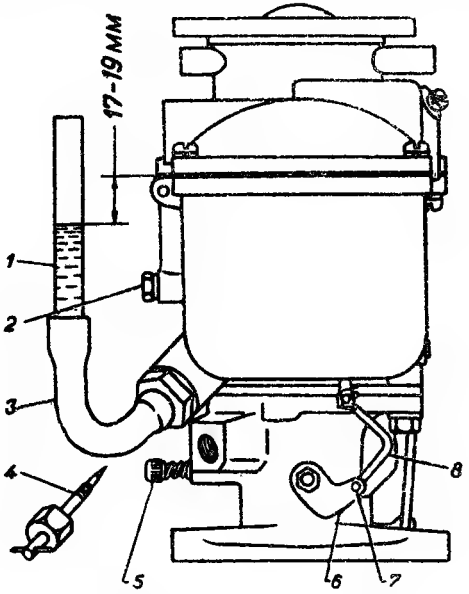

Рис. 7. **Замер уровня бензина в поплавковой камере.**
9. Необходимо правильно регулировать уровень бензина в поплавковой камере, который должен быть на 17—19 мм ниже плоскости раз'ема карбюратора. Проверка производится с помощью резиновой и стеклянной трубок. Внутренний диаметр стеклянной трубки должен быть не менее 9 мм (рис. 7). При проверке уровня следует бензин подкачивать ручным рычагом привода бензинового насоса. Проверку следует делать в течение 5 минут. Если уровень бензина выше нормы, то значит карбюратор неисправен.